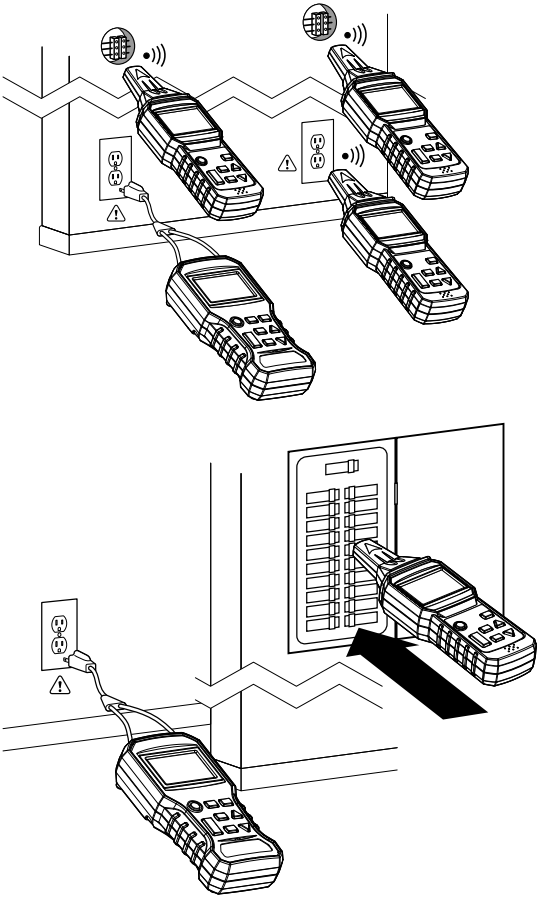

Figura 3 Due esempi di corrispondenza dei punti collegati in un circuito.
4. Fare riferimento alla Figura 3 nella sezione Illustrazioni dell'applicazione per alcuni esempi.